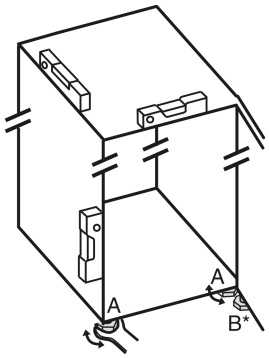

Fig. 24
▶ Extrageți prin rotire picioarele reglabile *Fig. 24 (A)* cu cheia fixă atașată și cu ajutorul unei nivele cu apă, până când aparatul este fix și aliniat plan.
▶ Extrageți prin rotire piciorul reglabil *Fig. 24 (B)* de la suportul de lagăr cu cheia fixă atașată, până când acesta atinge solul.
▶ Continuați să rotiți piciorul reglabil *Fig. 24 (B)* cu 90°.